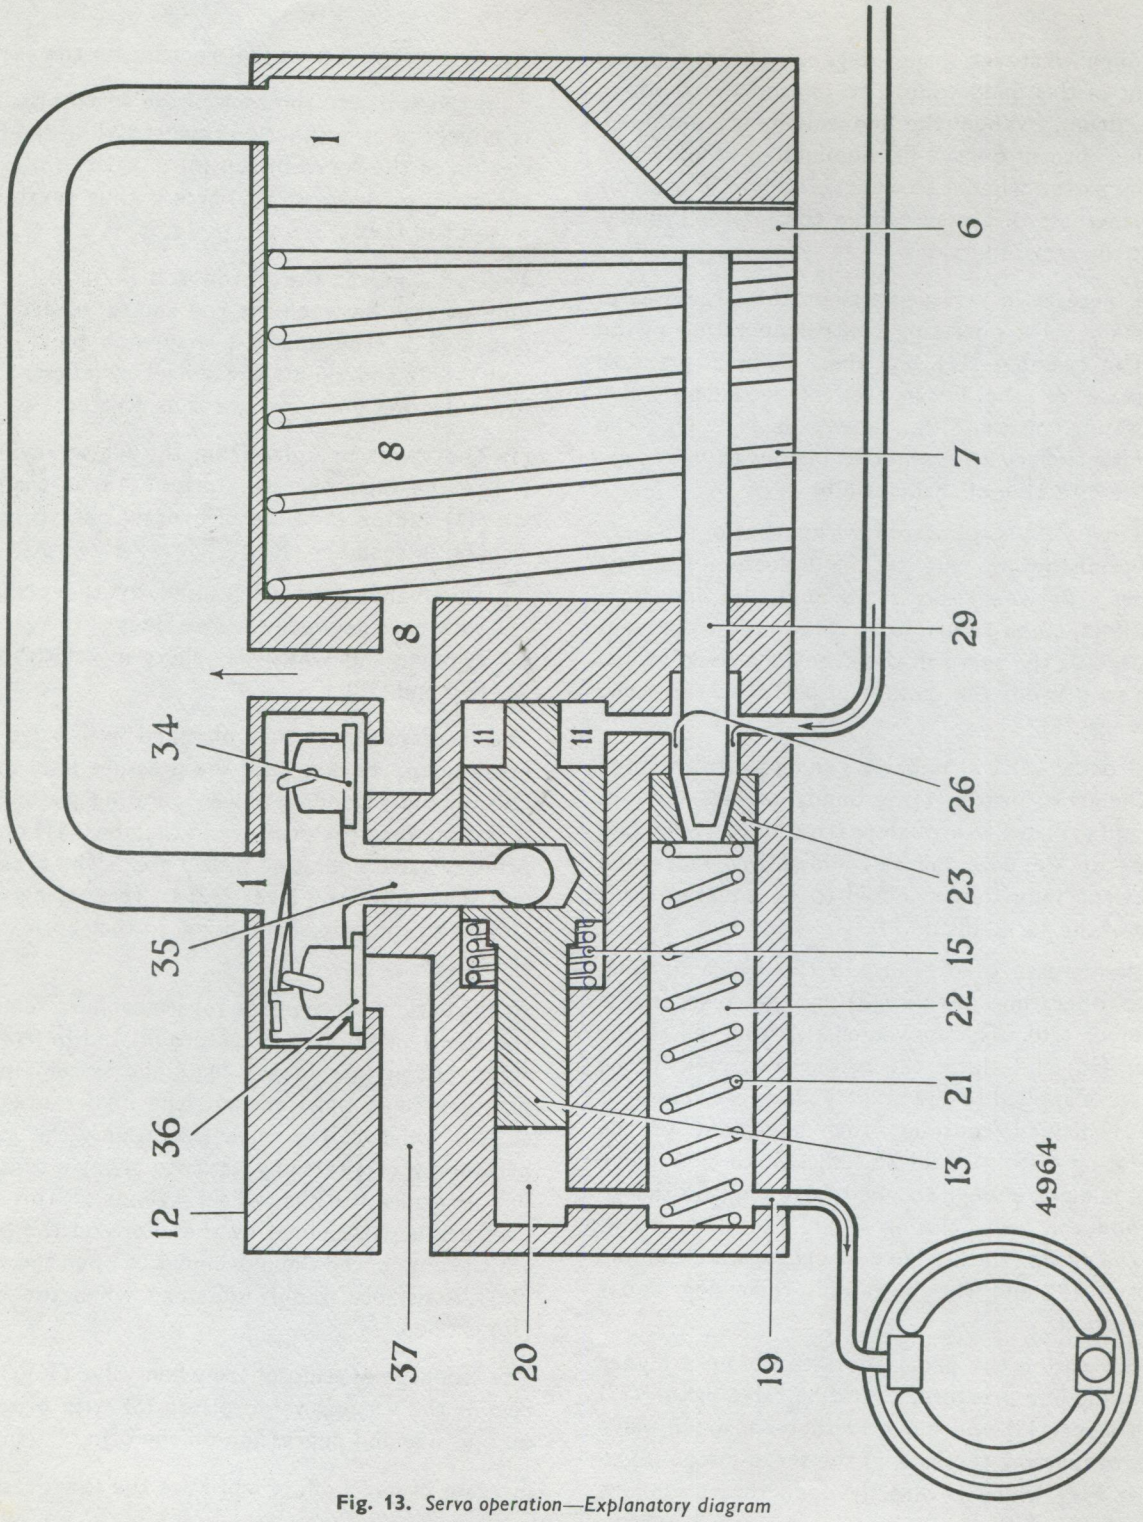

Fig. 13. *Servo operation—Explanatory diagram*
(3) Valve Control Gear, which regulates the actions of the other two sections, in order to produce the required relationship between input and output pressures (see Fig. 13).